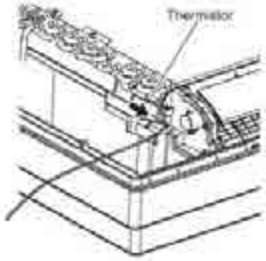

Fig. 7
6) Remove the thermistor. (See **Fig. 7**)